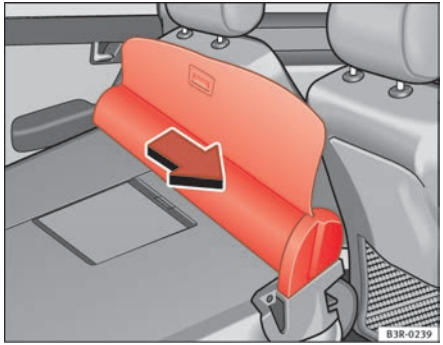

Fig. 122 Removing luggage compartment cover / partition grille
– Pull the partition grille in the direction indicated ⇒ fig. 122 and lift it out of the retaining rails.